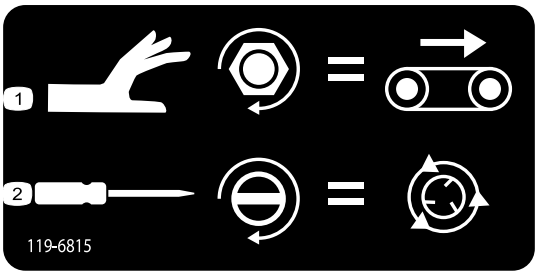

Figur 44
- Drej grebet med uret for at justere transportbåndets hastighed (Figur 44). I betjeningssystemet med farvekoder bruges transportbåndets maksimale hastighed, så denne
- Brug en flad skruetrækker til at forøge spinderhastigheden(Figur 44) ved at dreje med uret eller sænke hastigheden ved at dreje mod uret.